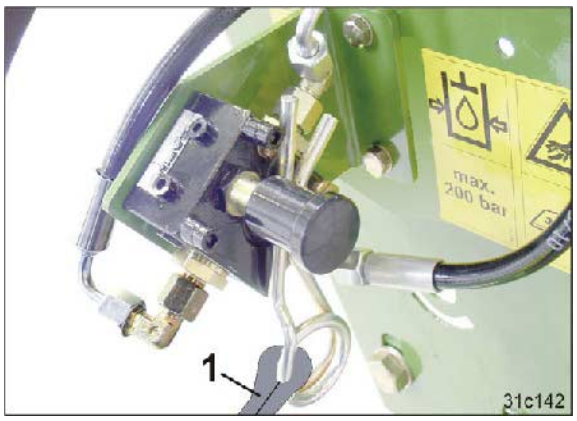

**Fig. 67**
8. Reliez la soupape de rupture au tracteur au moyen du câble (Fig. 67/1). La machine est ainsi freinée en cas de séparation accidentelle du tracteur et de la machine.